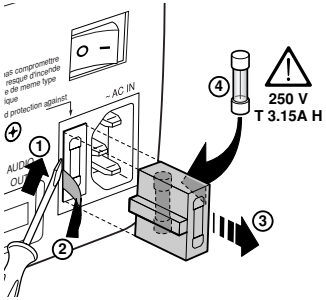

Fig. 4
- Only replace the safety fuse (on the power socket at the rear of projector) with a fuse identical in type and characteristics (T 3.15A H) *(Fig. 4)*.